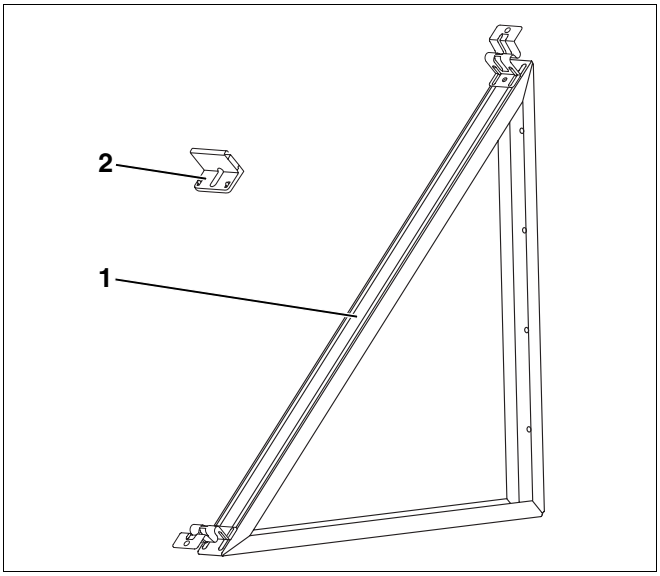

Afb. 8 Staander voor plat dak 45°
5.2.2 Montageset staander voor plat dak 45° (per collector) – afb. 8